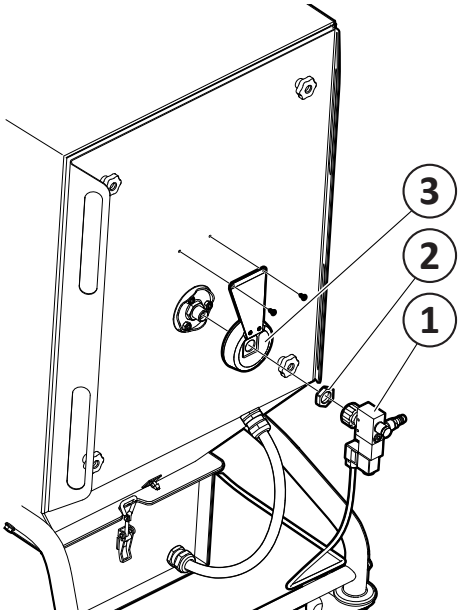
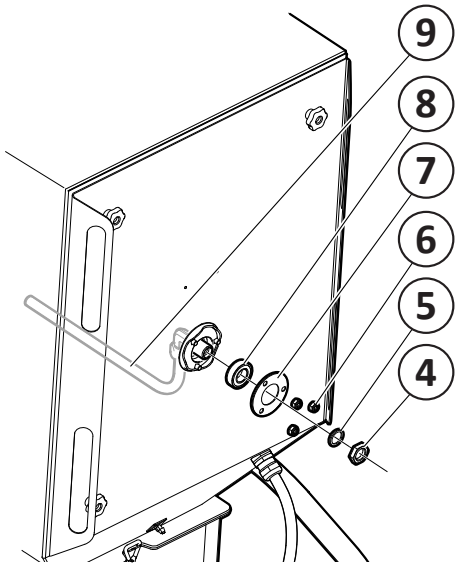

Fig. 18
Fig. 19
1. Afloje la válvula de aire comprimido (1, **Fig. 18**).
2. Afloje la tuerca (2).
3. Afloje la protección de contacto (3).
4. Afloje la tuerca (4, **Fig. 19**) de la boquilla (9) y desmonte la arandela (5).
12. Vuelva a colocar la protección de contacto (3, fig. 18), la tuerca (2) y válvula de aire comprimido (1).